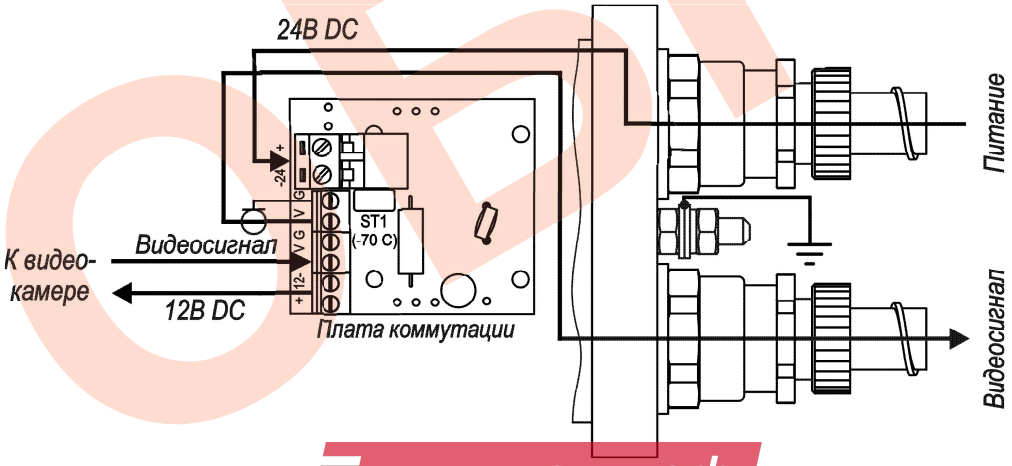

Рис.2 Подключение изделия
3. Кабель питания подключить к плате коммутации к клеммнику «+ 24В -», соблюдая полярность (рис. 2). Кабель видео подключить к клеммам «V», «G» (рис.2). Монтаж и подключение блока питания и монитора произвести в соответствии с руководством по эксплуатации ИМПФ.463132.003 РЭ (п.3) и рис.2 данного паспорта.